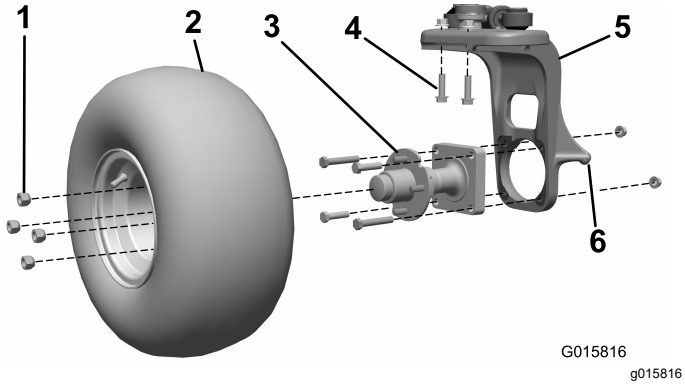

Figura 1
1. Sollevate il trattore sul punto di sollevamento della forcella della ruota orientabile (Figura 1).
2. Togliete il gruppo ruota dal mozzo della ruota. Conservate i dadi a calotta (Figura 1).
3. Rimuovete i quattro bulloni e i due dadi che fissano il mozzo della ruota alla forcella della ruota orientabile (Figura 1). Scartate tutti gli elementi.
4. Rimuovete i due bulloni e i due dadi che fissano il perno sterzante verticale alla forcella della ruota orientabile (Figura 1). Scartate questi elementi.